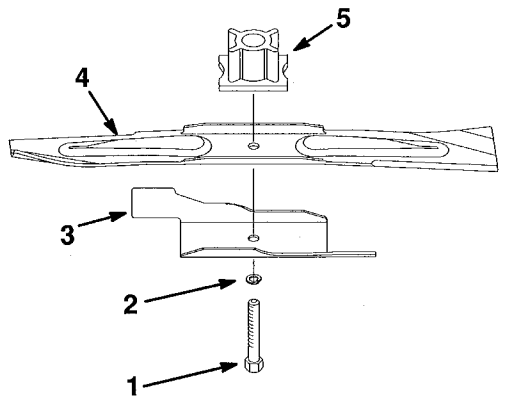

Figure 33
5. REMOVING BLADE—Grasp end of blade using a rag or thickly padded glove. Remove blade bolt, lockwasher, blade accelerator, blade and retainer (Fig. 33).